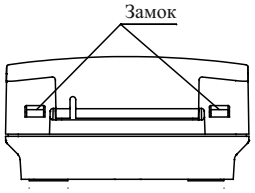

Рисунок 3
6.8 Для установки ИР необходимо отсоединить корпус от основания, нажав отверткой на замки (рисунок 3), при этом кнопка должна быть в отжатом состоянии.